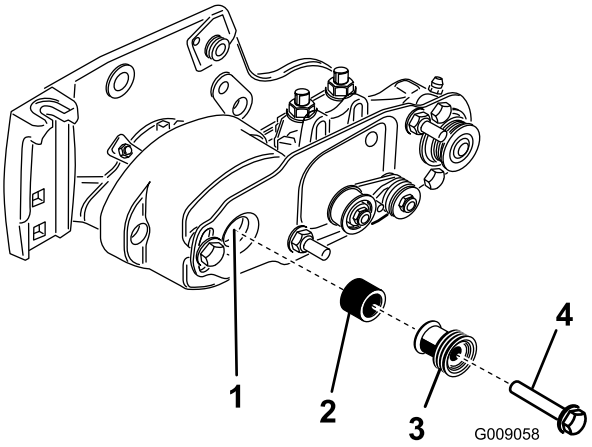

Figura 15
19. Instale um espaçador no eixo na caixa de rolamentos (Figura 15).
20. Insira a polia de transmissão no espaçador e no veio de transmissão (Figura 15). Certifique-se de que as patilhas da polia estão posicionadas na ranhura do eixo da transmissão.
21. Prenda a polia e espaçador ao veio com um parafuso de cabeça flangeada (3/8 x 2 pol.) (Figura 15).